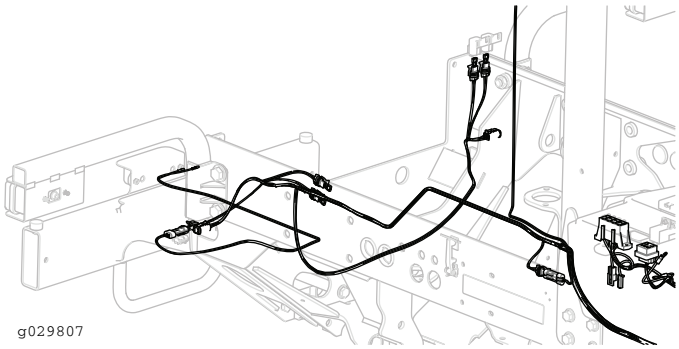

Figure 39
19. Route the right rear wiring harness under the right side of the traction unit to the right rear light (Figure 39).
21. Route the left rear wiring harness under the left side of the traction unit to the left rear light (Figure 39).